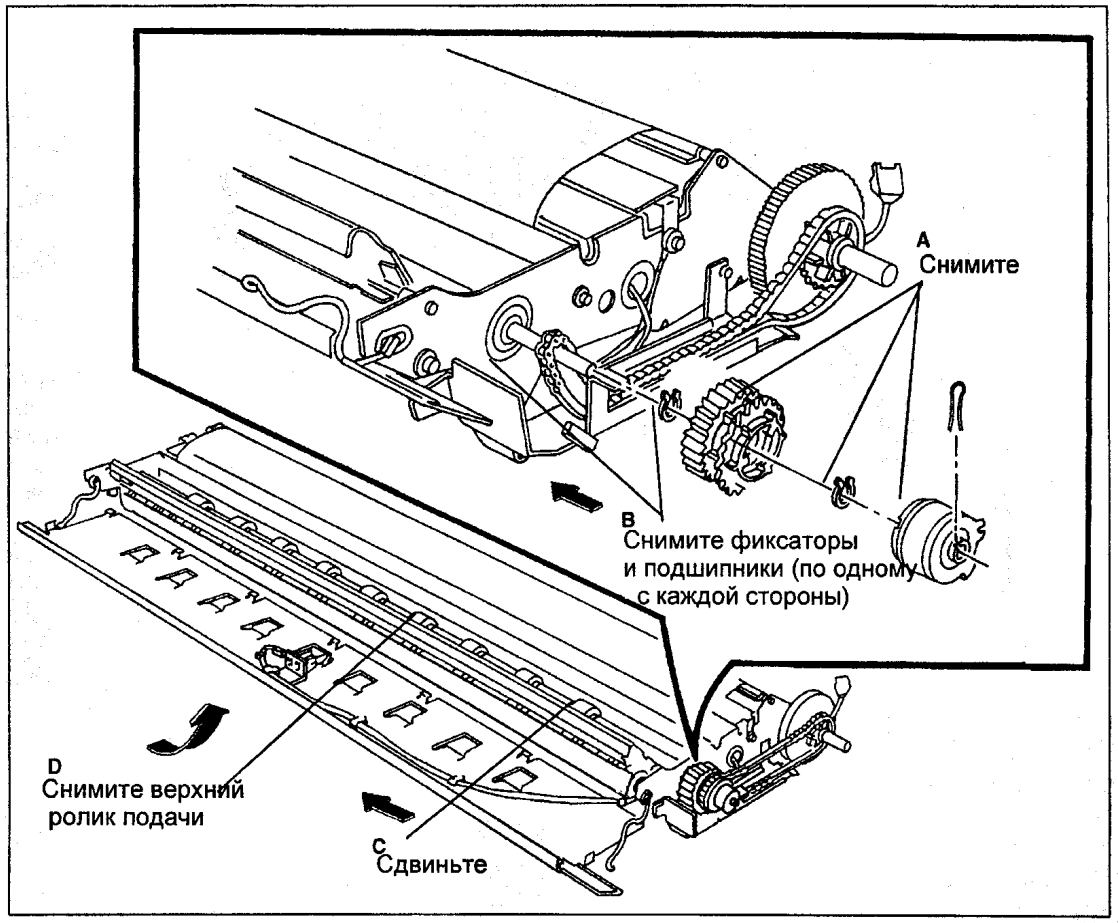

Рис. 3 Снятие верхнего ролика подачи материала
7. (РИС. 3): СНИМИТЕ ВЕРХНИЙ РОЛИК ПОДАЧИ МАТЕРИАЛА.